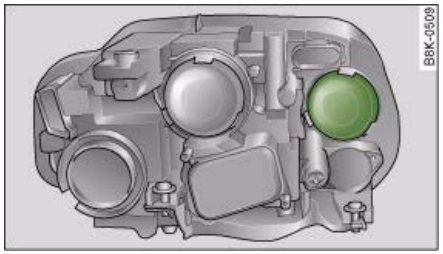

Fig. 290 Headlight unit: Rubber cap is highlighted
– Take off the rubber cap ⇒ fig. 290 ⇒ ⚠ in "Changing bulbs" on *page 304.*